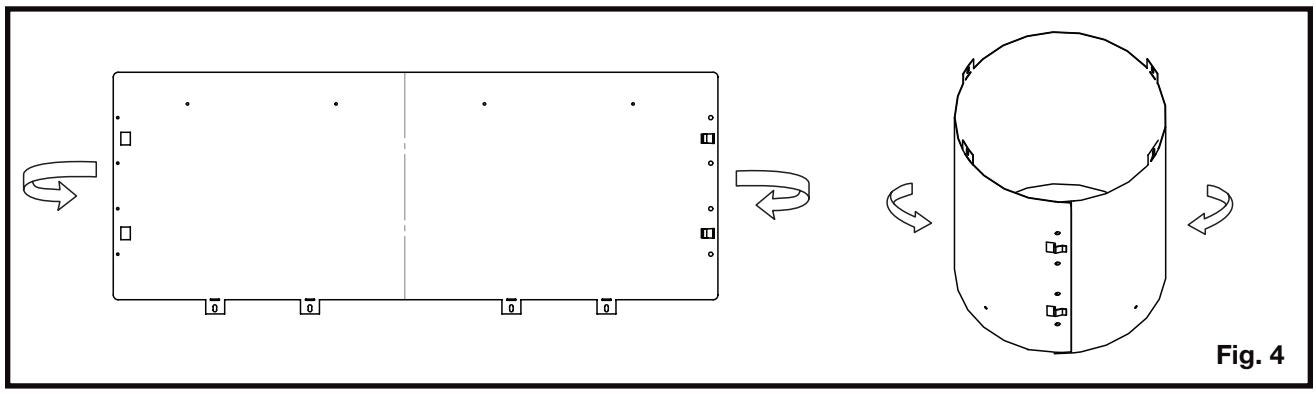

Fig. 4
4. Roll the vent sleeve as shown and ensure to clip the ends together **(Fig. 4)**.